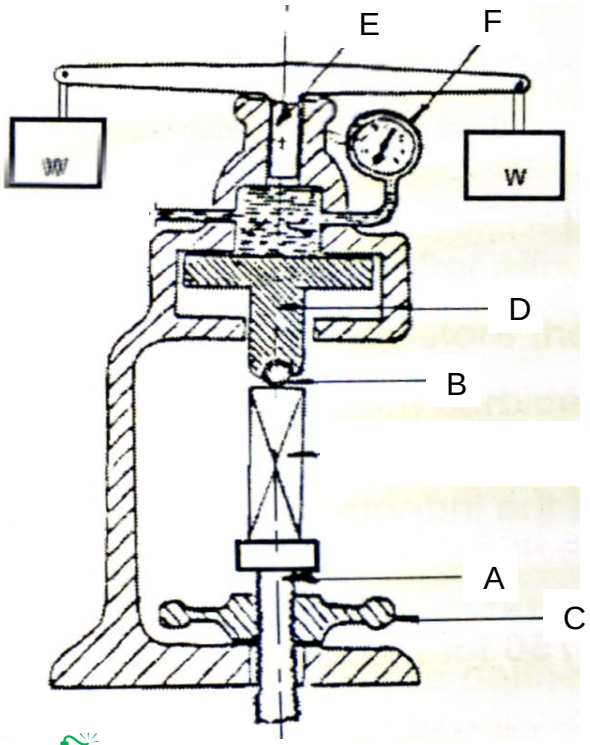

FIGUUR 1
3.2 Noem die SES onderdele van die Brinell-toetsmasjien in FIGUUR 1 hier onder. Skryf slegs die antwoord langs die letter (A–F) in die ANTWOORDBOEK neer. (6)